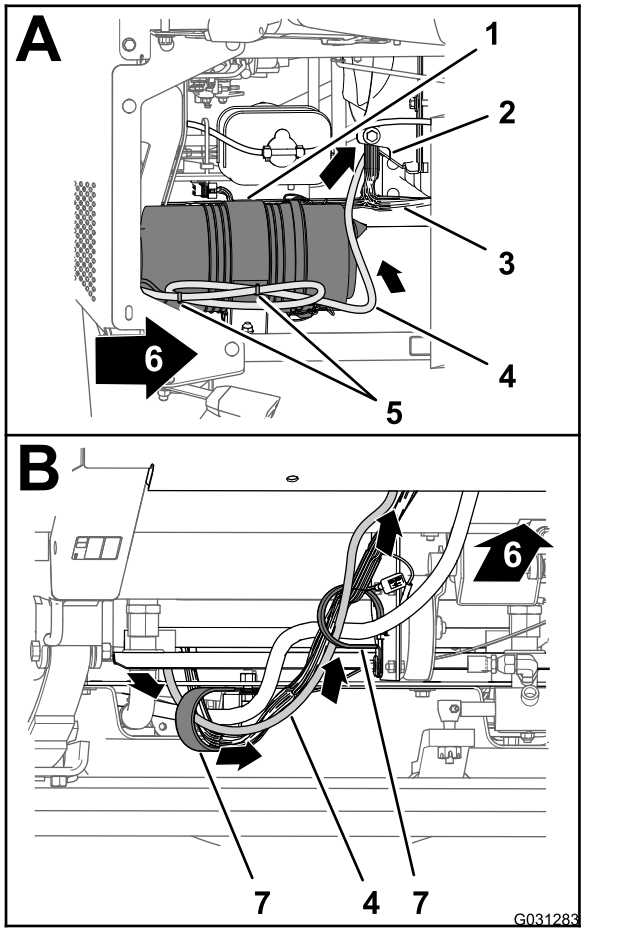

Figuur 166
1. Leid aan de rechterzijde van het motorcompartiment de aftakking van 220 cm van de datakabel vóór het luchtfilter van de motor en omlaag naar de onderste hoek aan de rechterkant van de radiateur (Figuur 166).
2. Leid de aftakking van 220 cm van de datakabel naar voren en door de 2 R-klemmen onderaan de machine (Figuur 166).